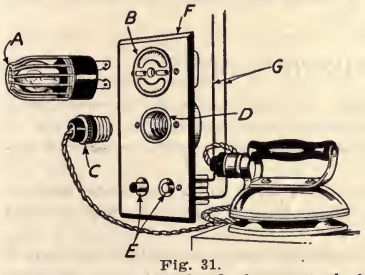

Fig. 31.
17. The common method of connecting an electric flatiron is by attaching the flatiron cord to a light drop cord. Occasionally, a person using the electric iron so connected will forget to disconnect it and the result is an over-heated iron or a burned garment. A safer and more convenient method is to install a wall receptacle as illustrated in Fig. 31. This has a signal attachment plug (B), a socket (D) for making connection to the iron, and push buttons (E) to turn current on and off. The wall receptacle may be placed in any room, at any convenient height from the floor, and on any wall.
Make suitable drawing of the project showing the position of the flush receptacle in the room and all dimensions necessary. Also make bill of material. For flatiron circuit, it is best to use No. 12 wire. Standard flatiron cord of any desired length may be attached to the attachment plug as shown in C, Fig. 31. Procure all necessary fixtures, wire, cleats, flexible tubing, etc. before starting the work.